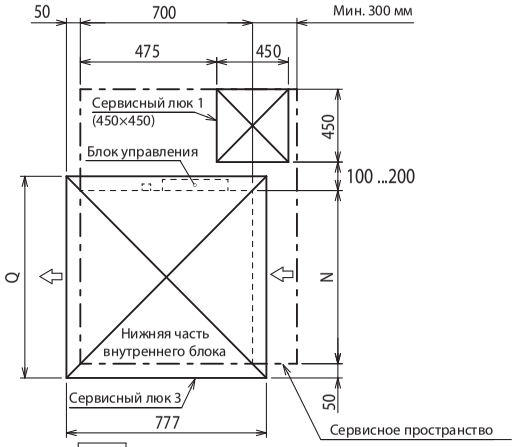

Рис. 4 (Вид по направлению стрелки B)
• оборудуйте сервисный люк 1 по диагонали под блоком управления и сервисный люк 3 под блоком, как показано на Рис. 4